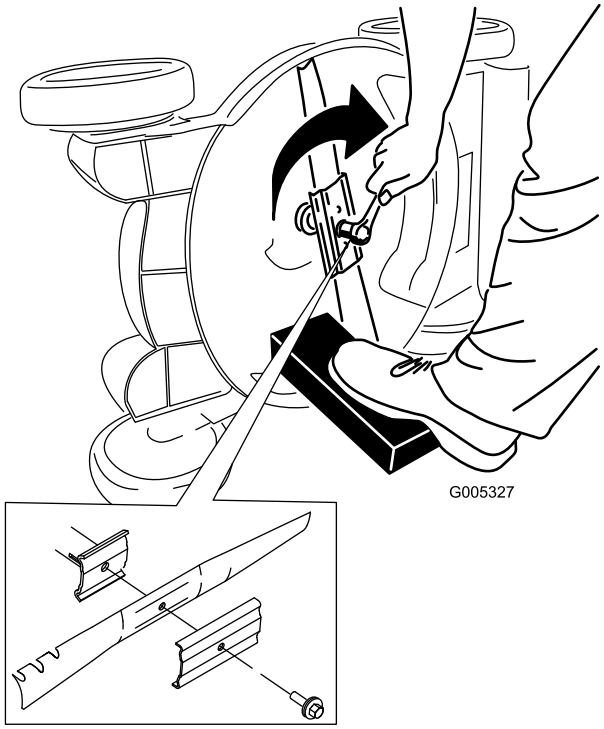

Figur 47
5. Monter den nye kniv og alle monteringsboltene og -møtrikkerne (Figur 47).